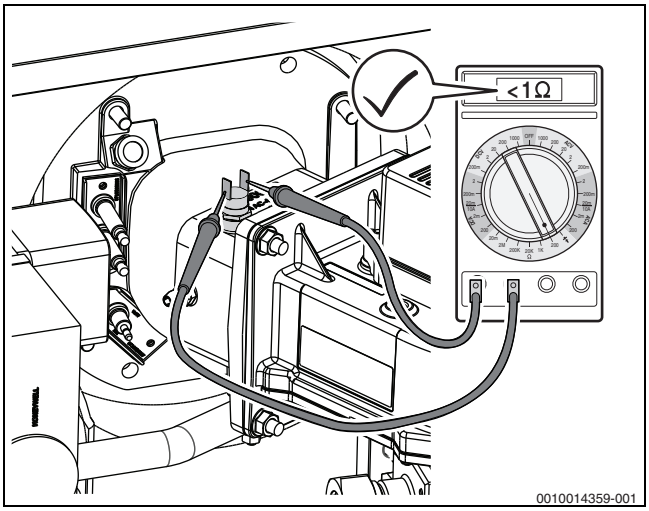

Bild 68 Elektrischen Widerstand an den Kontakten des Temperaturwächters messen (Temperaturwächter in Ordnung)
- Elektrischen Widerstand an den Kontakten des Temperaturwächters messen (→ Bild 68).